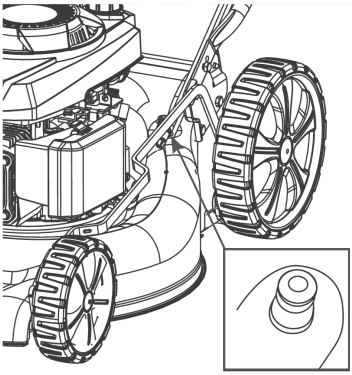

**Рис. 23 Расположение коннектора для подключения шланга**
При наличии водопровода рекомендуется промывать корпус газонокосилки водой. На корпусе газонокосилки установлен коннектор 1 (Рис. 23) для подключения поливочного шланга. Для очистки внутренней части корпуса газонокосилки присоедините шланг к коннектору, запустите двигатель газонокосилки и подайте воду. Дайте поработать двигателю несколько минут.
6. Установите нож на направляющие адаптера и закрепите его болтом и шайбой, как показано на Рис. 23. Убедитесь, что нож установлен правильно.